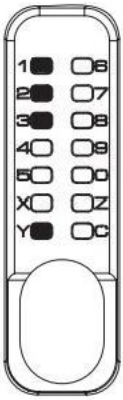
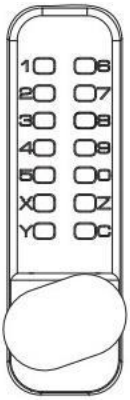

FIG 4A
FIG 4B
2) Set new password:Hold down the Y key without letting go,then enter the new password (password cannot be repeated),as shown in Figure 4A.Then release the Y key and rotate the knob once,as shown in Figure 4B,and the new password will be successfully set.After successfully setting the new password,please remember and keep a record of it.